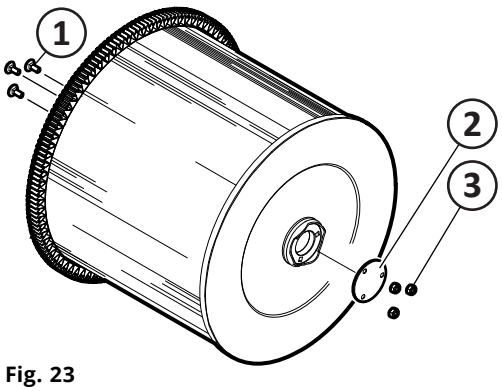
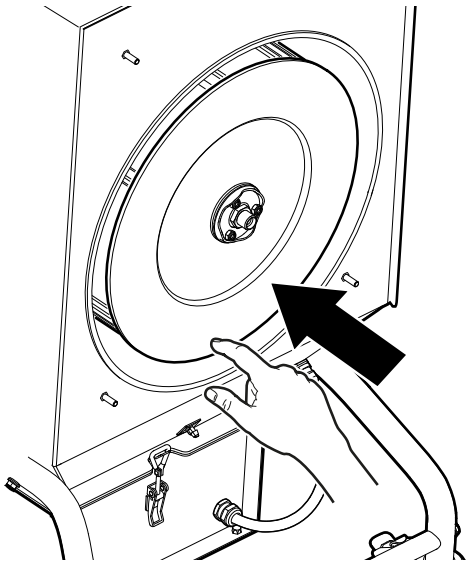
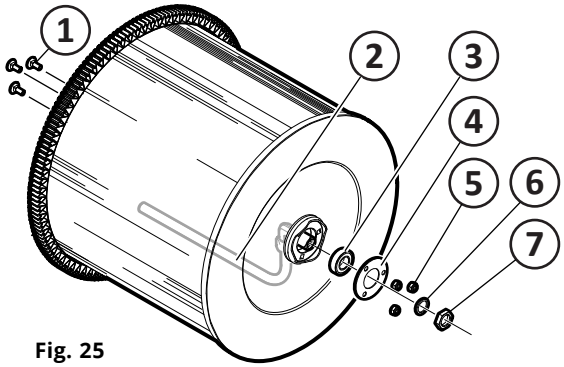

Fig. 23
Fig. 24
Fig. 25
1. Sätt tillbaka vagnsbultar (pos 1, **Fig. 23**) inne i filterpatronen.
2. Sätt tillbaka täckplåt (2) och skruva fast med låsmuttrarna (3).
3. Skjut varsamt in den nya filterpatronen vågrätt tills kuggkransen faller ner från filterborstarna (**Fig. 24**).
1. Sätt tillbaka vagnsbultar (pos 1, **Fig. 25**) och munstycke (2) inne i filterpatronen.
2. Montera lager (3), sätt tillbaka täckplåt (4) och skruva fast med låsmuttrarna (5).
3. Skruva fast munstycket (2) med bricka (6) och mutter (7).
4. Skjut varsamt in den nya filterpatronen vågrätt tills kuggkransen faller ner från filterborstarna (**Fig. 24**).